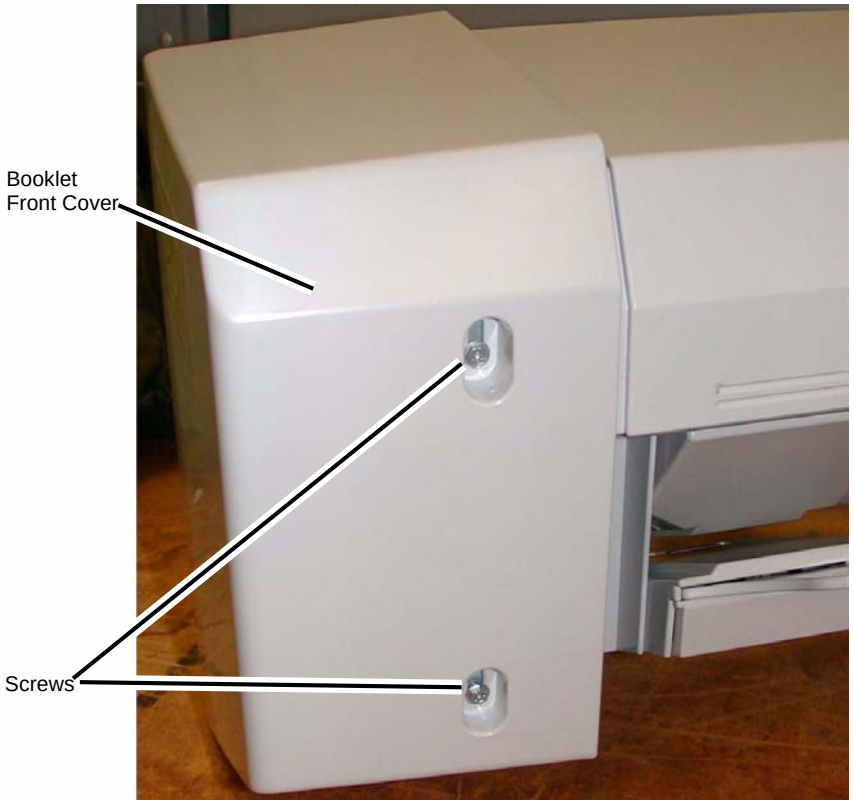

Figure 2 Removing the Booklet Front Cover
b. Remove the Screws (2) (Figure 2)